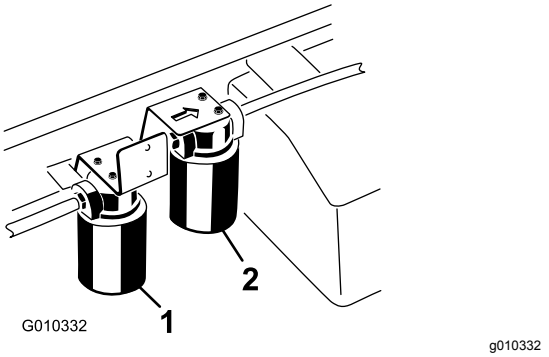

Figur 75
3. Anbring en drænbakke under filteret, og afmonter filteret (Figur 75).
1. Rengør det område, hvor højstrømningsfilteret monteres (Figur 75).